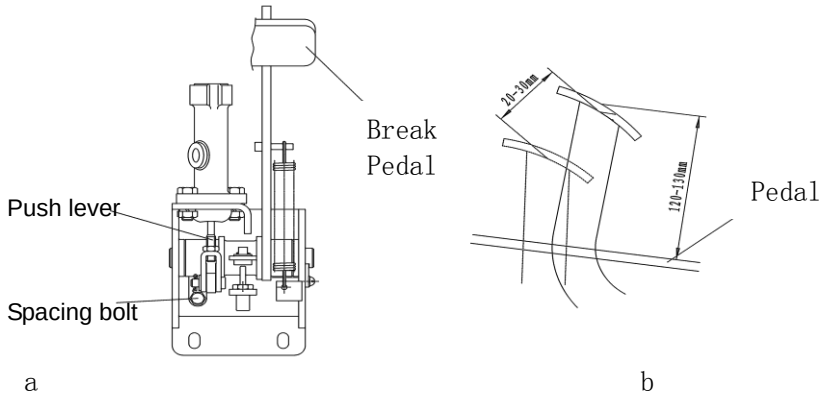

Figure 2-26
2.7 Adjusting the brake pedal as shown in Figure 2-26 (a)
(1) Shorten the push lever;
(2) Regulate the pedal spacing bolt and adjust the pedal height as shown in Figure 2-26 (b);
(3) Adjust the length of the push lever until its front end contacts with the piston of master cylinder. Then turn back 1-2 circles to guarantee a free travel of the pedal between the 10mm-20mm;
(4) Lock the nuts of push lever and the pedal spacing bolt.